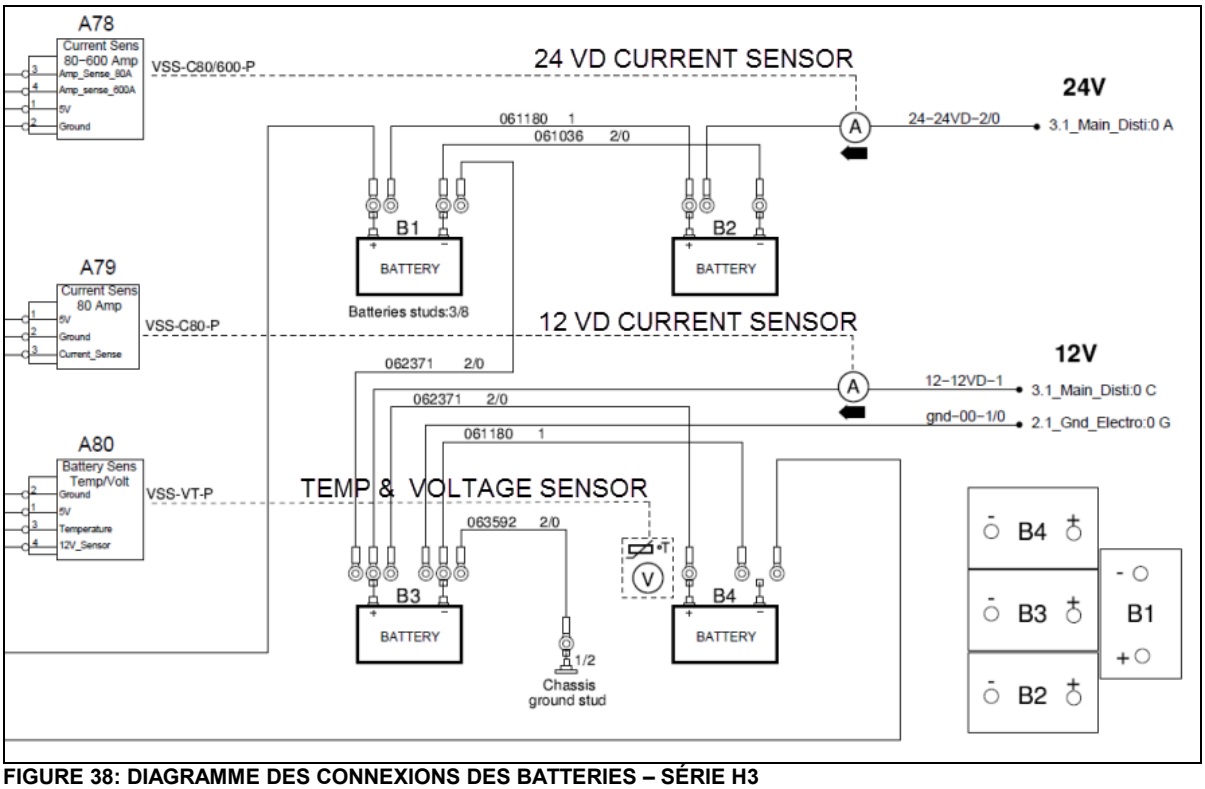

FIGURE 38: DIAGRAMME DES CONNEXIONS DES BATTERIES – SÉRIE H3
Le groupe de batteries est composé de quatre (4) batteries AGM. Pour éviter une mauvaise installation, placez les pôles positifs et négatifs des batteries selon l'image ci-dessous (Figure 38).